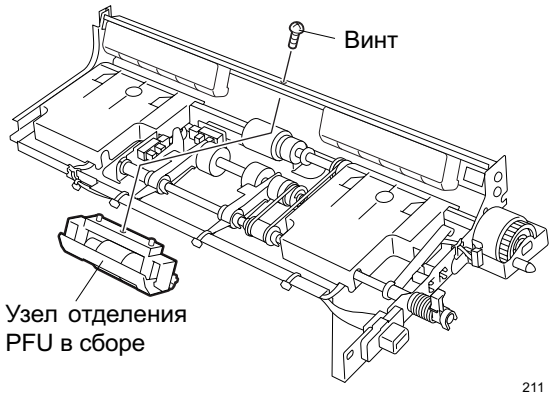

Fig. 6-19
3. Снимите узел отделения PFU в сборе. (см. Fig. 6-19)